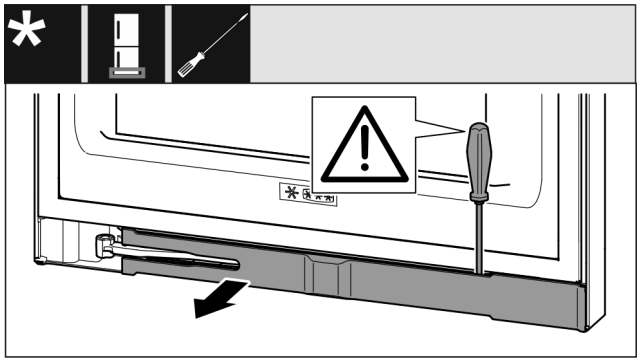

Fig. 17
▶ Deblocați masca cu șurubelnița plată și pivotați-o în lateral. (vezi Fig. 17)